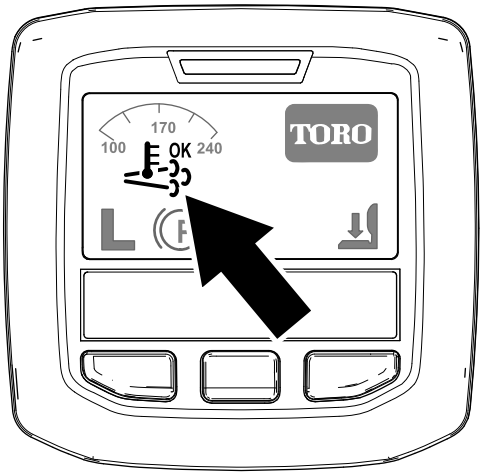

Figur 38
- Ikonet for hjelp-/tilbakestill-regenerering vises i InfoCenter (Figur 38).